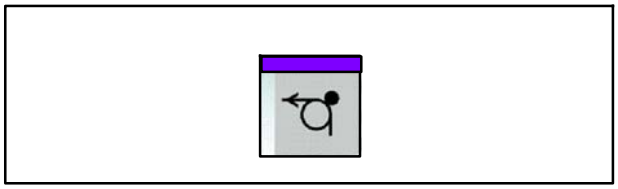

Fig. 180 Touche Lever/abaisser le cylindre de pression
6. Appuyer sur la touche Lever/abaisser le cylindre de pression (Fig. 180) pour lever le cylindre de pression